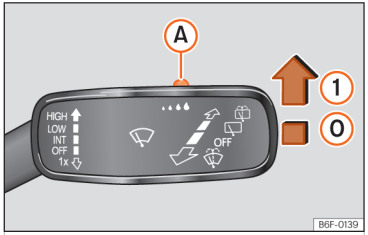

Abb. 109 Scheibenwischerhebel: Regensensor (A) einstellen.
Hebel in die gewünschte Position drücken ››› (Abb. 109).
Nach dem Aus- und Wiedereinschalten der Zündung bleibt der Regensensor aktiviert und funktioniert wieder, wenn der Scheibenwischerhebel in der Position ››› (Abb. 109) ① steht und schneller als 16 km/h (10 mph) gefahren wird.